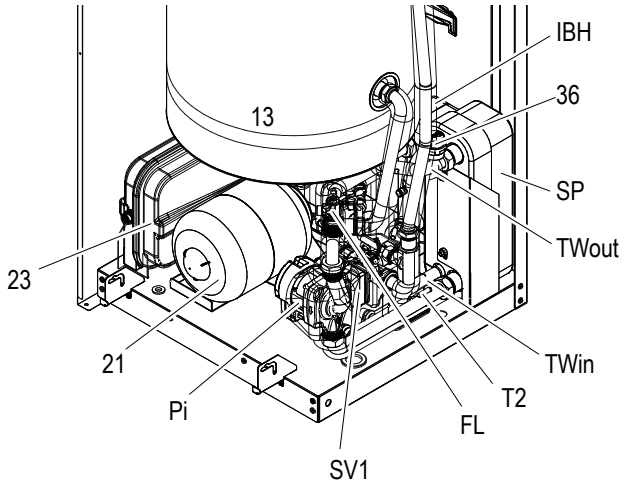
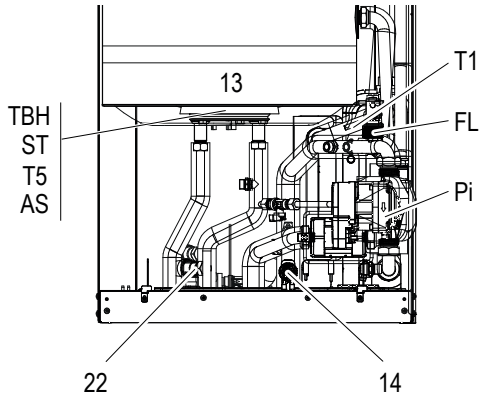
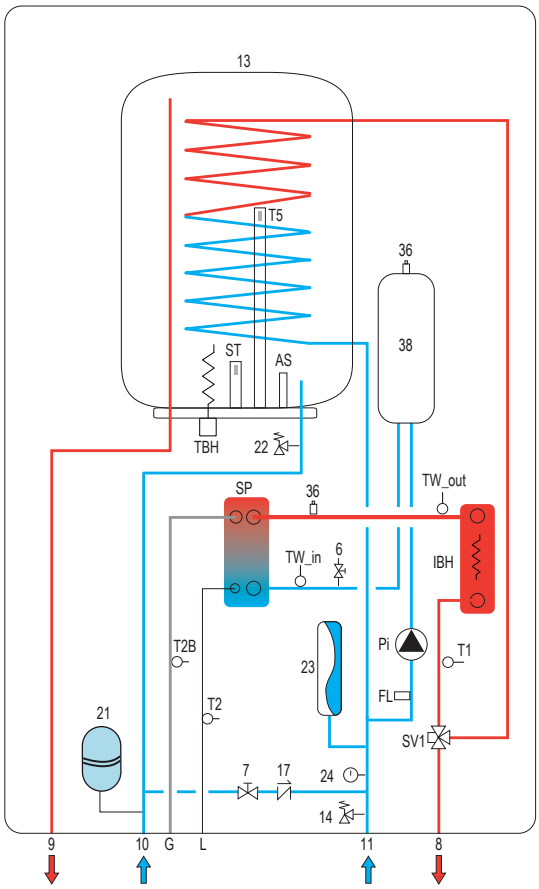
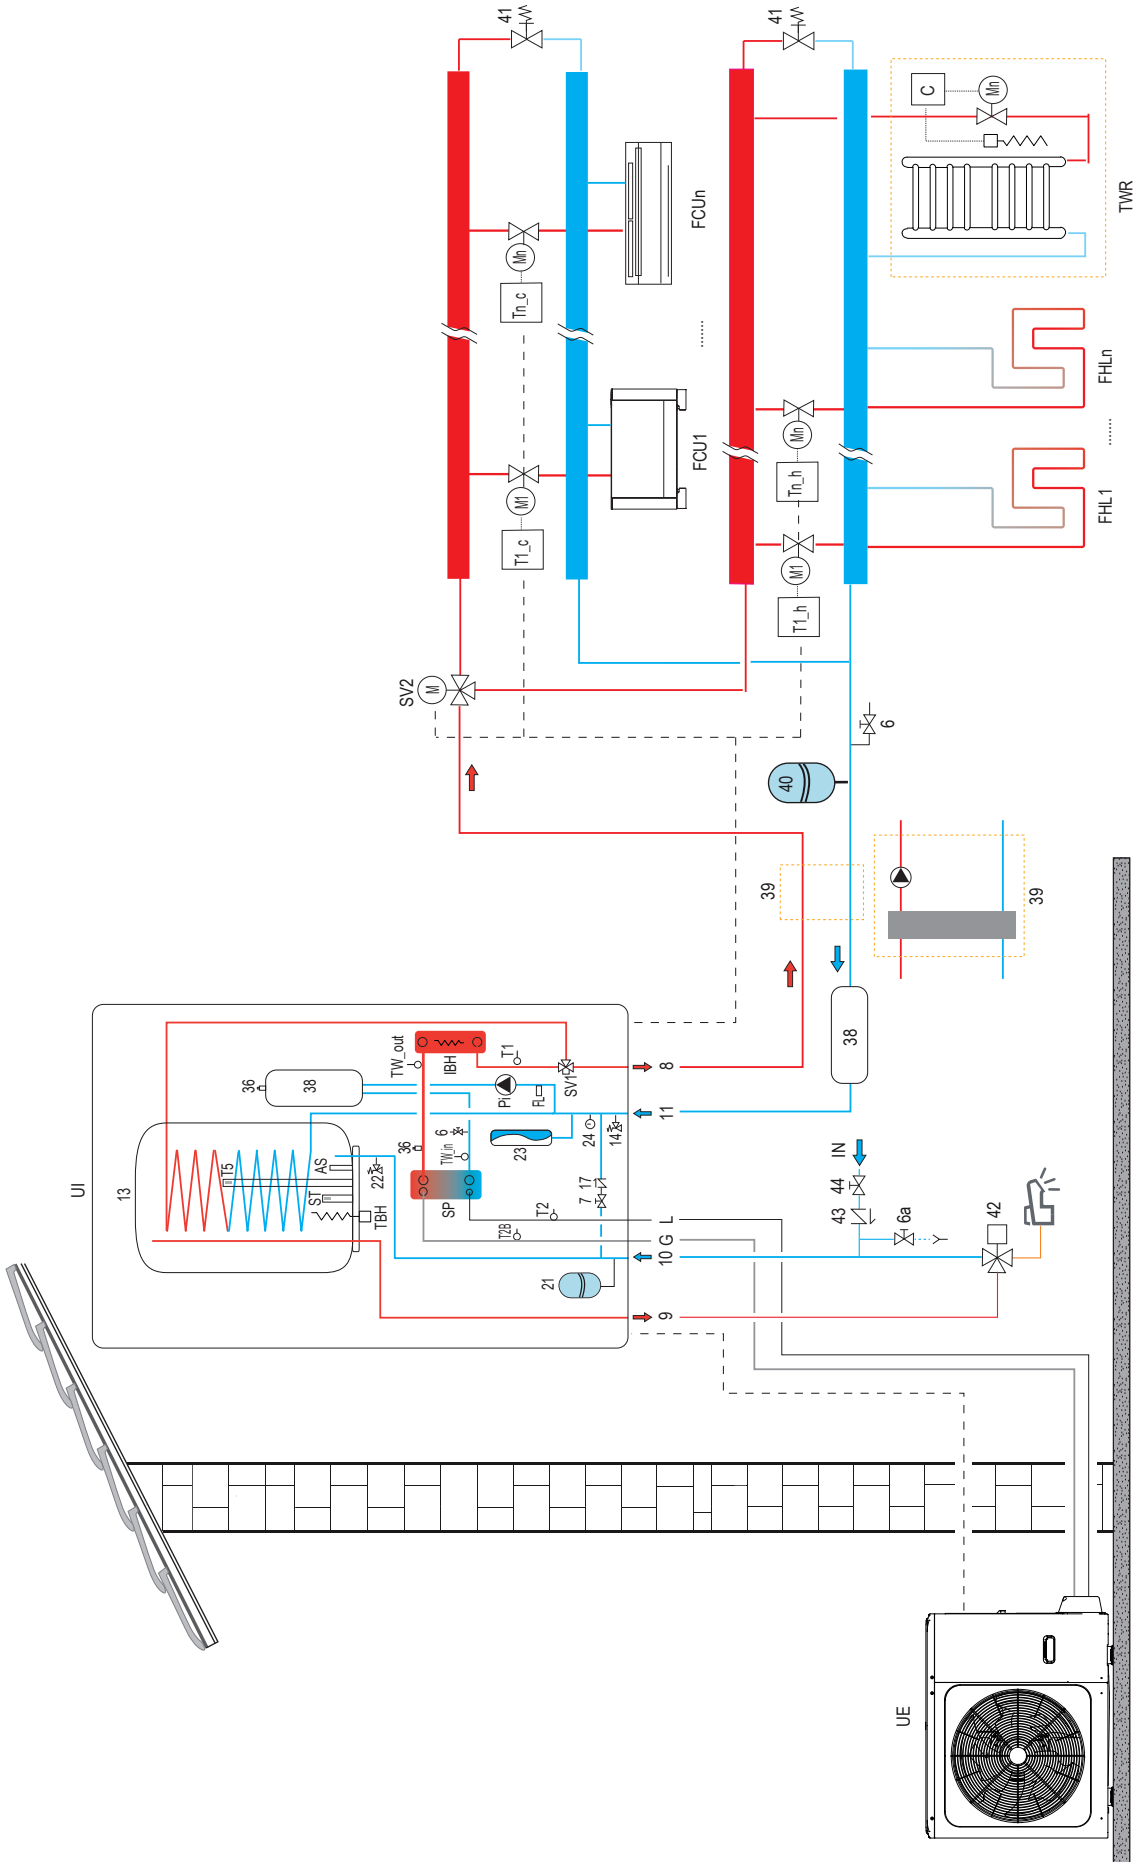

fig. 4 - Algemeen overzicht
fig. 5 - Beschrijving van onderdelen - vooraanzicht (zonder ref. 21 en 23)
fig. 6 - Hydraulisch schema binnenunit
fig. 7 - Systeemvoorbeelddiagrammen
LEGENDE ("fig. 4 - Algemeen overzicht", "fig. 5 - Beschrijving van onderdelen - vooraanzicht (zonder ref. 21 en 23)", "fig. 6 - Hydraulisch schema binnenunit", "fig. 7 - Systeemvoorbeelddiagrammen"
Voor de legenda van fig. 7 verwijzen we naar de vorige pagina.